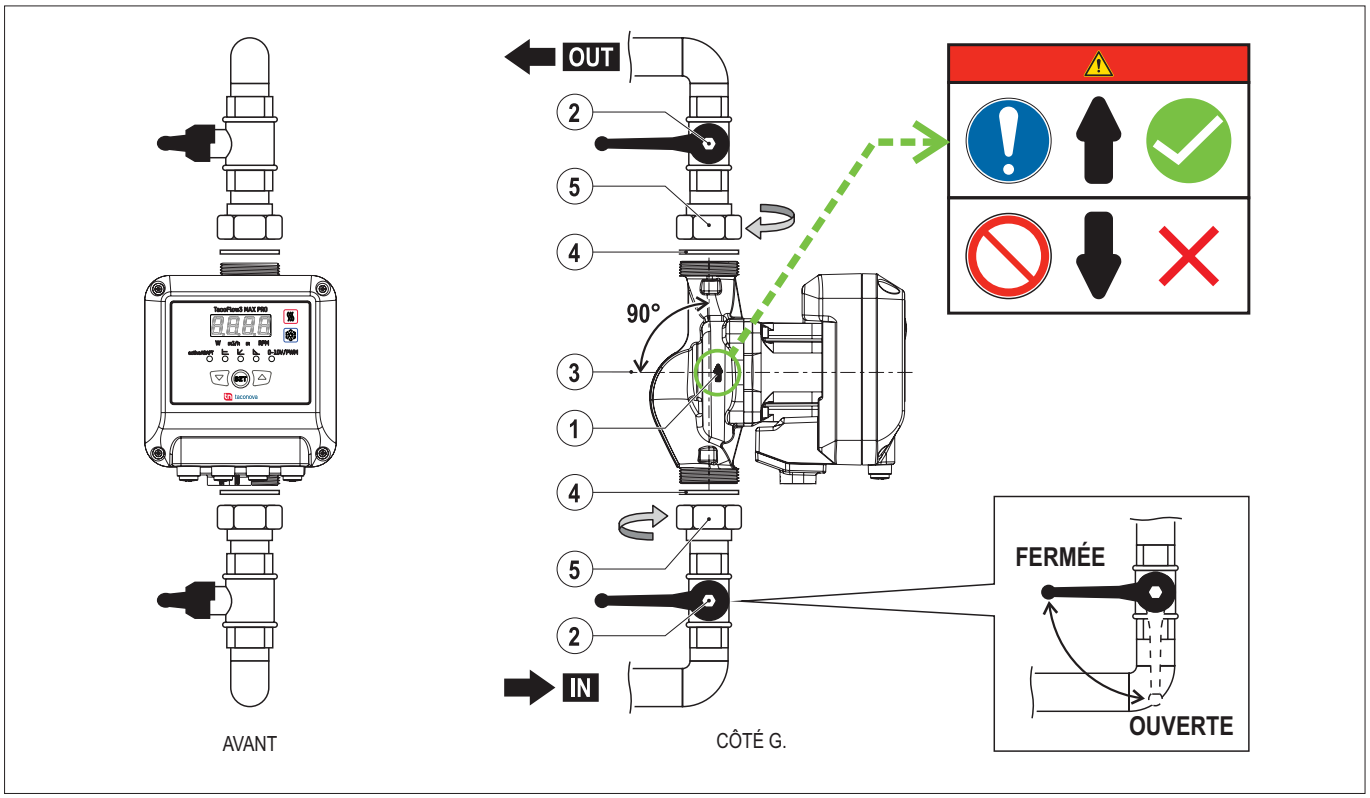

FIG. 9 *(Montage des tuyaux)*
1) Vérifier le sens du flux de l'eau indiqué par la flèche gravée sur le circulateur **(FIG. 9 - Réf. 1)**
2) Fermer les vannes d'arrêt **(FIG. 9 - Réf. 2)**
3) Placer le circulateur sur les tuyaux sans créer de tension et en installant l'arbre moteur à l'horizontale **(FIG. 9 - Réf. 3)**
4) Insérer les joints d'étanchéité **(FIG. 9 - Réf. 4)**
5) Avec un outil adéquat, visser les embouts **(FIG. 9 - Réf. 5)** sur le circulateur